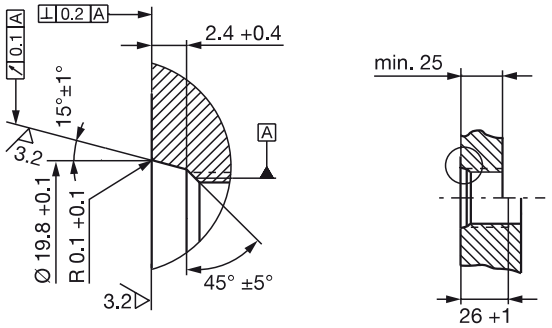
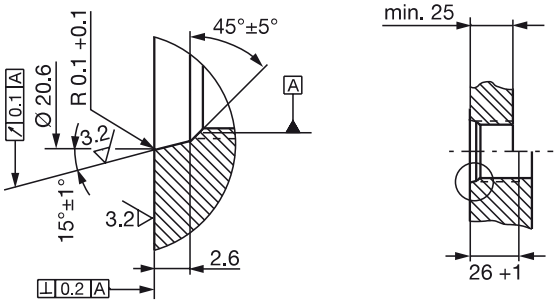
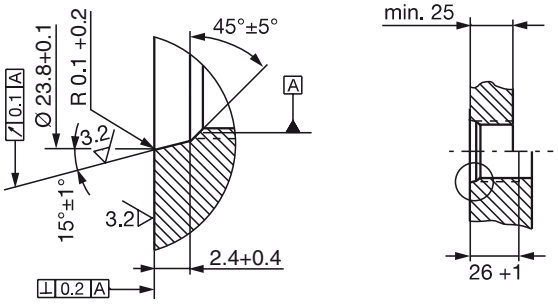

Fig. 4-3 : Trou de vissage M18×1.5 selon ISO 6149, joint torique 15.4×2.1
Fig. 4-4 : Trou de vissage 3/4"-16UNF selon SAE J475, joint torique 15.3×2.4
Fig. 4-5 : Trou de vissage M22×1.5 selon ISO 6149, joint torique 19.3×2.2
- ► Préparer le trou de vissage avec filetage (lamage pour joint torique, le cas échéant) selon la figure 4-3, la figure 4-4 ou la figure 4-5.